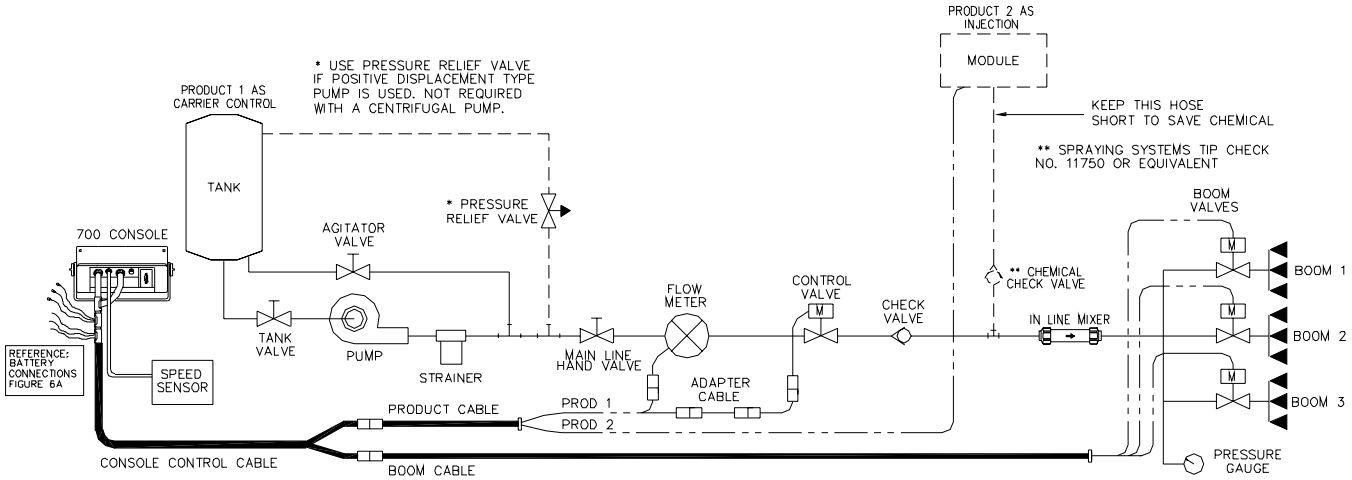

FIGURE 4
1) Mount Flow Meter in the area of the boom valves per Figure 4. All flow through Flow Meter must go to booms only, i.e., no return line to tank or pump after Flow Meter.
2) Install Product Cable to the connectors on the Injection Modules (Prod 1-White, Prod 2-Black) and Boom On/Off Valves (Boom 1-Black, Boom 2-Brown, Boom 3-Blue). Secure with plastic cable ties. (See Figures 4 & 5).